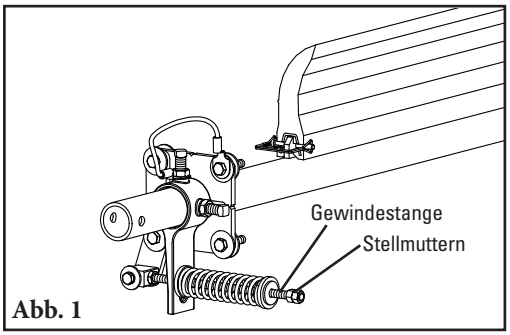

Abb. 1
2. **Die Öffnungen für die Montageplatten markieren und ausschneiden.** Benutzen Sie die beigefügte Montageschablone zum Anzeichnen der benötigten Öffnungen im Übergabetrichter. Positionieren Sie die Schablone so, dass die Aussparung Richtung Trommel zeigt und die Kerben auf die Aufmaßlinien ausgerichtet sind. Markieren Sie die Öffnungen für Steckachse und Montageschrauben (Abb. 1). Schneiden Sie die Öffnungen auf beiden Seiten des Übergabetrichters aus.
1. **Lösen der Federspannung.** Lösen Sie die beide Stellmuttern und drehen Sie sie heraus, bis die erste bündig mit dem Ende der Gewindestange ist (Abb. 1). Dadurch wird die Spannung des Abstreifblatts vom Band genommen.